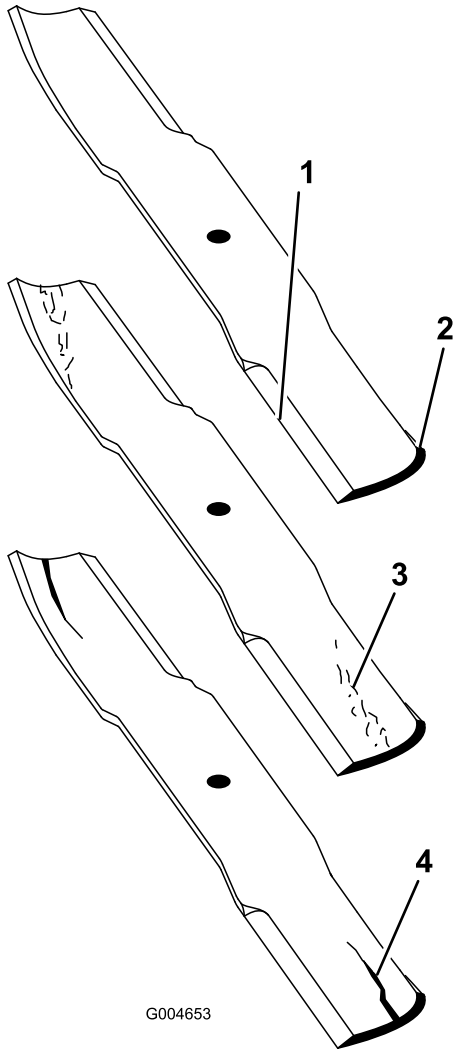

Figur 87
2. Undersök knivseggarna noggrant, i synnerhet där knivens flata och böjda del möts (Figur 87).
Obs: Kontrollera kniven innan du använder gräsklipparen, eftersom sand och slipande material kan slita bort metallen mellan knivens flata och böjda delar. Byt ut kniven om den är sliten (Figur 87).